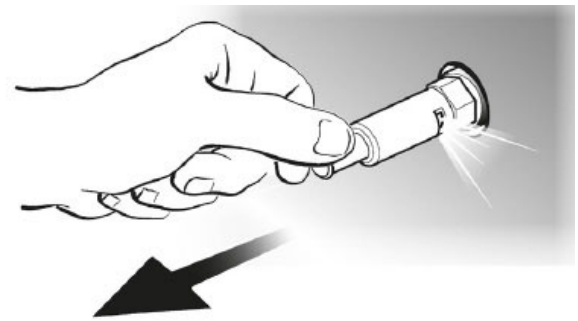

Abb. 11: Sicherheitsventil mit Schelle
**Version B (Sicherheitsventil mit Schelle, Abb. 11)**